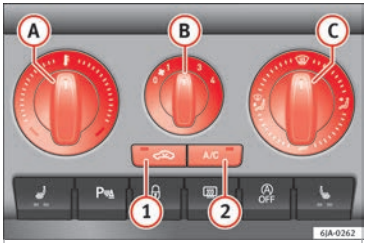

Fig. 170 Air conditioning: controls.
The air cooling system only works if A/C button (2) ››› Fig. 170 ››› page 145 is pressed and under following conditions:
– Turn rotary control (A) ››› Fig. 170 clockwise to increase the temperature.
– Turn rotary control (A) anti-clockwise to reduce the temperature.
– Turn rotary control (B) ››› Fig. 170 to position 1 to 4 to switch the blower on.
– Turn rotary control (B) to position 0 to switch the blower off.
– Press button (1) ››› page 146, Air recirculation to close the fresh air vent.
– Turn rotary control (C) ››› Fig. 170 to select the air vents ››› page 143 you wish to activate.
– Press the button A/C (2) ››› Fig. 170 and the lamp in the button will illuminate.
– Press the A/C (2) button again and the light in the button will switch off.
If the rotary switch (C) ››› Fig. 170 is in the thaw position, the recirculation flap will always be open (button light off).
• Press button (1) ››› Fig. 170, the switch's lamp will light up, indicating that air recirculation inside the vehicle has been activated.